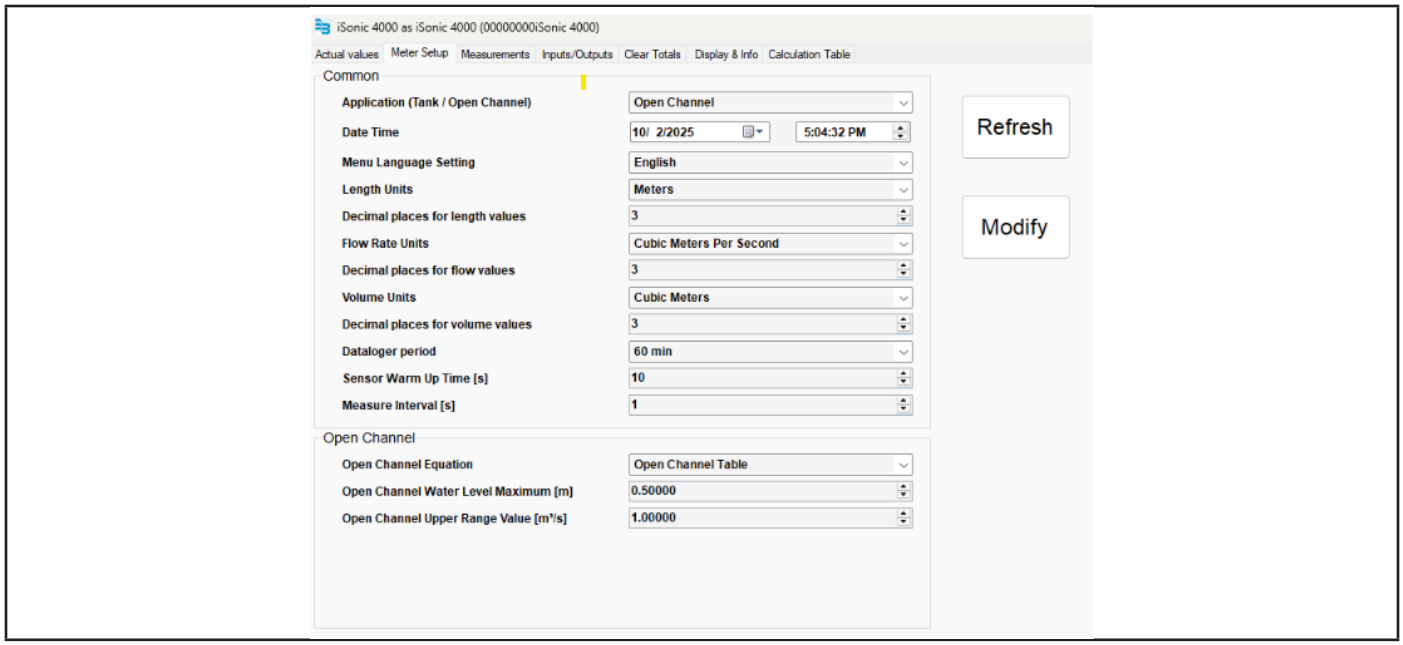

Figure 3: Setting the open channel equation parameter
1. After connecting, go to the *Meter Setup* tab. See *Figure 3*.